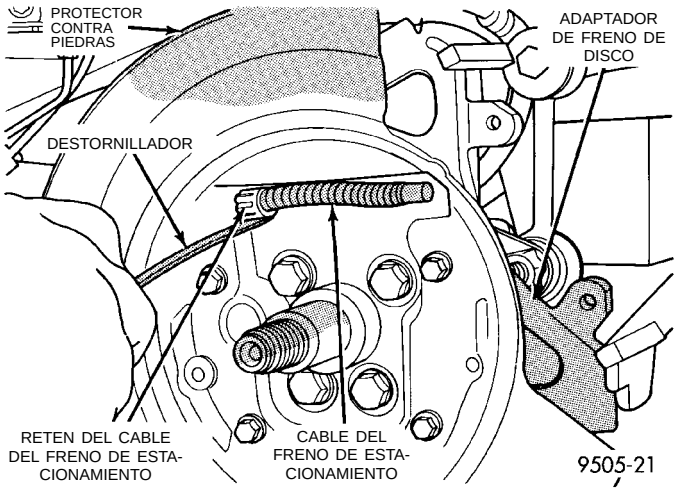

Fig. 151 Desmontaje del cable del freno de estacionamiento del adaptador del freno de disco
(21) En los vehículos que tienen instalados frenos traseros de disco, retire el cable del freno de estacionamiento (Fig. 151) del adaptador de freno de disco
trasero. Para retirar el cable del freno de estacionamiento del adaptador de freno de disco, utilice un destornillador como se muestra en (Fig. 151) para comprimir las lengüetas de fijación en el retén del cable del freno de estacionamiento.